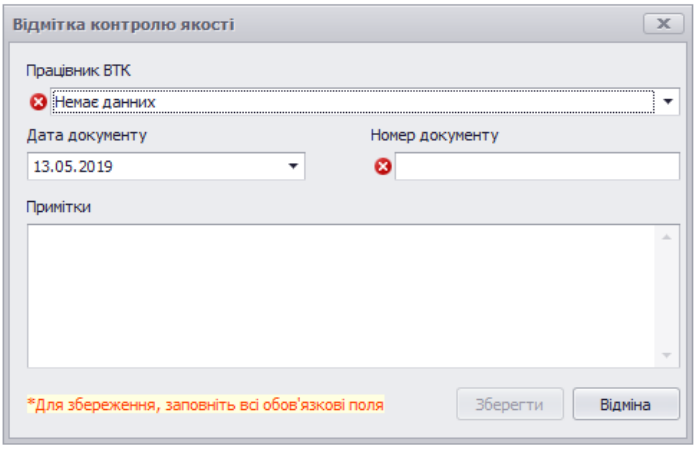
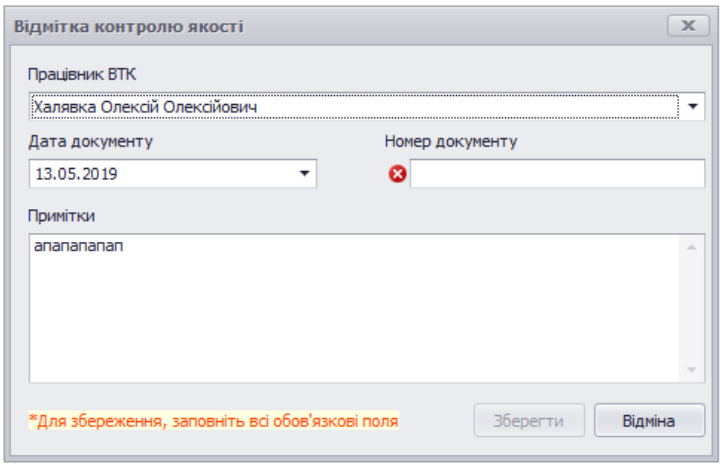

Рисунок 5.4 – Вікно «*Відмітка контролю якості*» кнопки «*Відмітка ВТК*»
Рисунок 5.5 – Вікно «*Відмітка контролю якості*» кнопки «*Редагувати відмітку*»
- «*Контроль виконання*», інформація заповнюється працівниками відділу технічного контролю. Виконує помітку по проекту (рис.5.4), помітку можливо редагувати (рис.5.5) або видаляти.